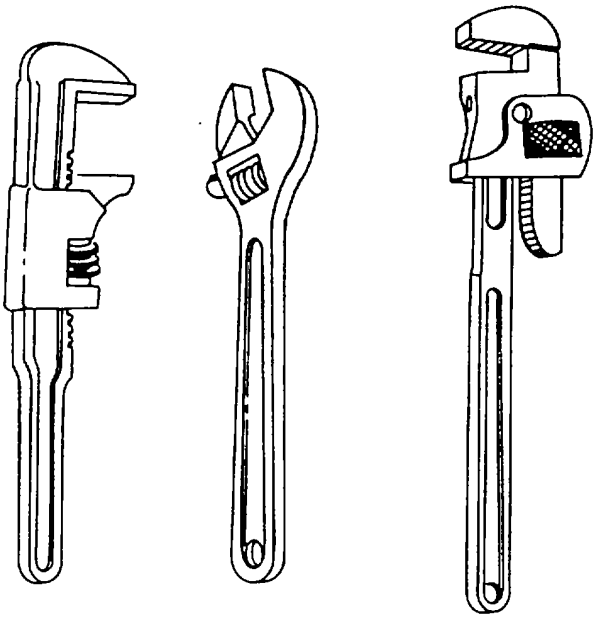

Figure 4-25. Adjustable Wrench
(4) *Adjustable wrench*. Adjustable wrenches include crescent, auto, and pipe wrenches, shown in figure 4-25. These wrenches are generally intended for use on odd-sized nuts and bolts, and are adjusted by a knurled worn gear, which moves the movable jaw to fit the part. Adjustable wrenches are available in sizes ranging from 4 to 24 inches in length. The jaw capacity is proportional to the handle length.